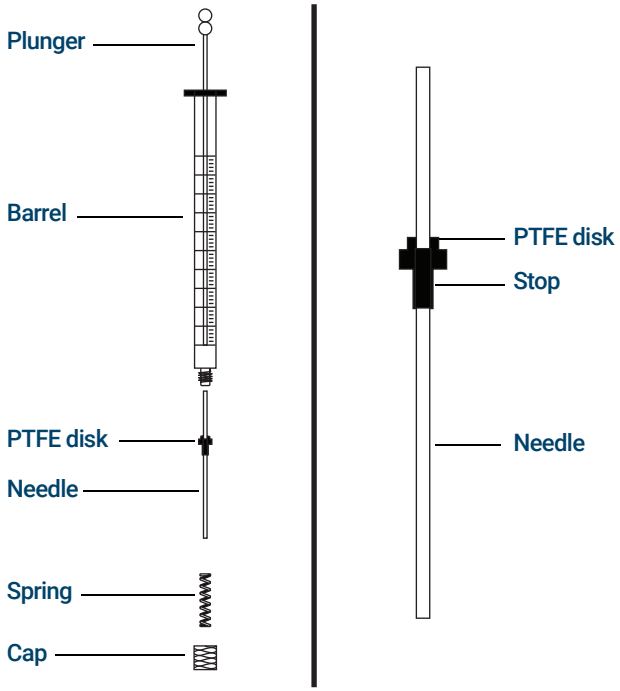

Figure 80. Syringe parts
To insert a needle into a syringe barrel (**Figure 80**):
2. Make sure the needle has a PTFE disk (**Figure 80**). If the syringe barrel does not have the PTFE disk, use the instructions in the syringe box to wrap the needle yourself.